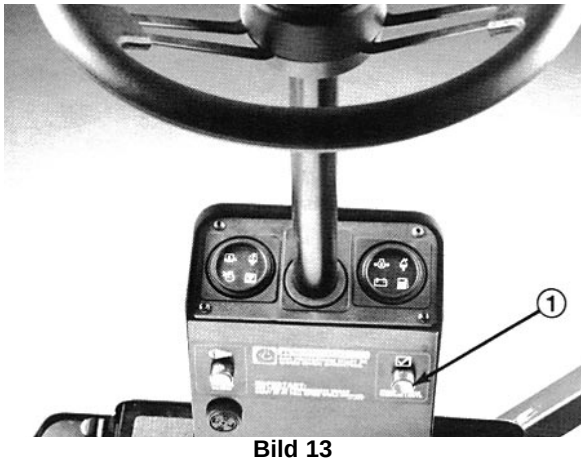

**Bild 13**
**1.** Die Feststellbremse aktivieren und den Zündschlüssel auf EIN drehen. Dann die Warnlampenprüftaste (Bild 13) drücken. Alle Lampen müssen jetzt aufleuchten und der Warnton vernehmbar sein.